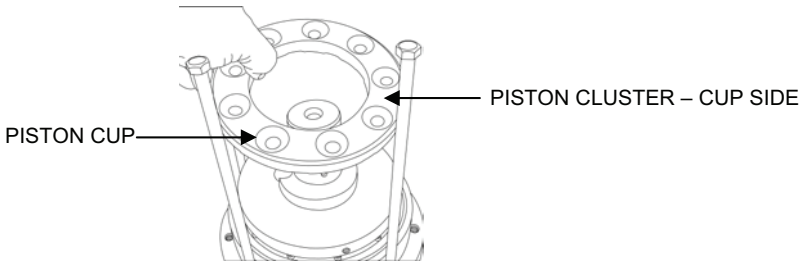

Figure 7. Piston Cluster Installation.
d. Install the piston cluster onto the camshaft cup side up (see Figure 7).